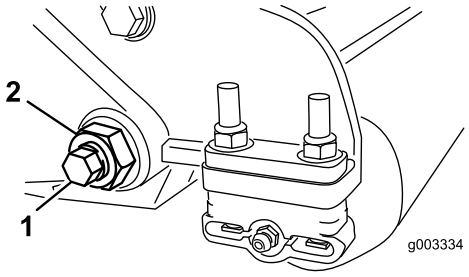

Figuur 25
3. Draai de borgmoer van de snijbalkbout op beide zijden van de machine los (Figuur 25).
4. Verwijder beide snijbalkbouten zodat de snijbalk omlaag kan worden getrokken en van de bout van de machine kan worden verwijderd (Figuur 25).